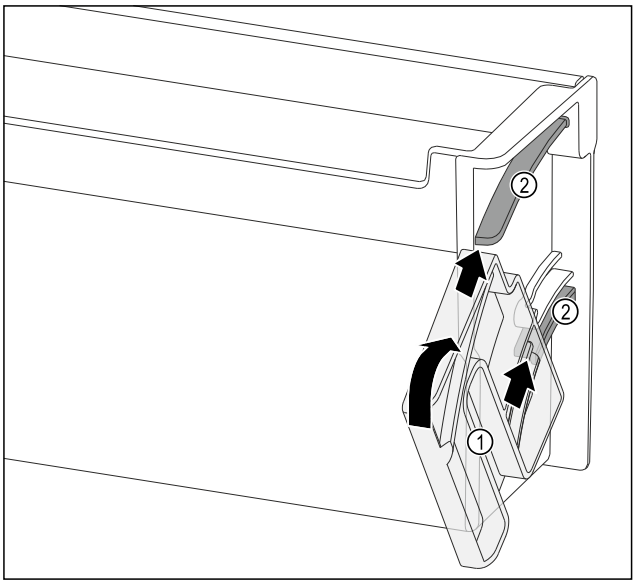

Fig. 147
▶ Position the turning unit *Fig. 147 (1)* so that the recesses are exactly opposite the guide channels *Fig. 147 (2)* of the door rack.
▶ Turn the turning unit *Fig. 147 (1)* towards the specified direction.